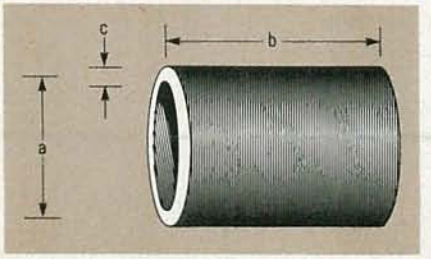

**FIG. 1—THE INDUCTANCE of a coil is determined by its physical parameters (a, b, and c) and the number of turns**
**FIG. 1—EACH BIT OF THE FOUR-BIT START CODE can be transmitted on consecutive zero crossings of the AC power line. The other nine bits of each thirteen-bit word must be sent out in true form first, then in its inverse form. Each thirteen-bit word must be sent to the module at least twice.**
Each bit of the four-bit start code can be transmitted on consecutive zero crossings of the AC power line. However, the other nine bits of each thirteen-bit word must be sent out in true form first, then in its inverse form on the very next zero crossing (see Fig. 1). Additionally, each thirteen-bit word must be sent to the module at least twice.
But a coil having a specific length, and shape produces a specific magnetic field (see Fig. 1). To increase the magnetic field, it's necessary to increase the current flowing in the wire by increasing the voltage applied across the coil.
- L = inductance in microhenries and as shown in Fig. 1: